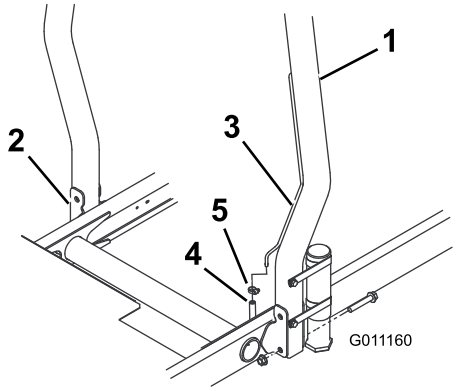

Figuur 12
1. Breng de rolbeugel omlaag op de montagebeugels van de tractie-eenheid en lijn de montage-openingen uit. Controleer of de ontluchtingsbuis van de rolbeugel zich aan de linkerkant van de machine bevindt (Figuur 12).
2. Bevestig de beide zijden van de rolbeugel aan de montagebeugels met 2 flenskopbouten en borgmoeren (Figuur 12). Draai de bevestigingen vast tot 81 Nm.